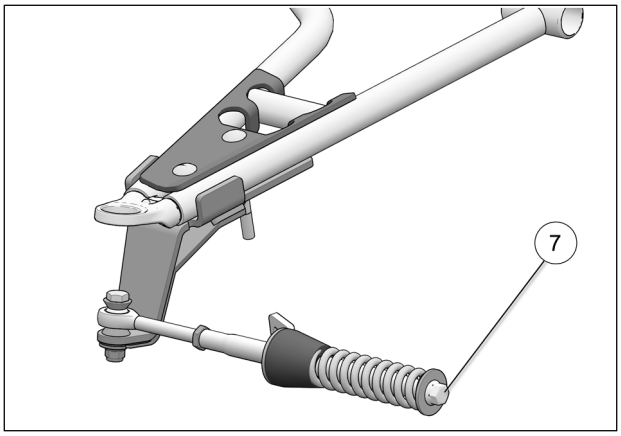

Fig. 18
9. Verify that spring assembly bolt (**7**) is tightened to the recommended torque specification: 75 N•m [55 lb•ft]. Refer to Fig. 18